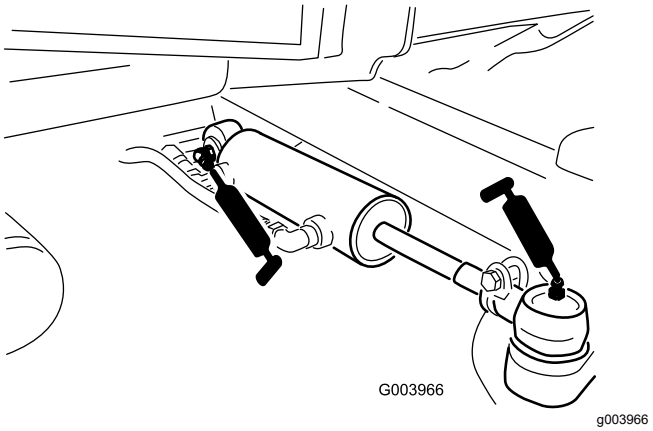

Figuur 79
- Kogelverbindingen van stuurcilinder (2) (Figuur 79)